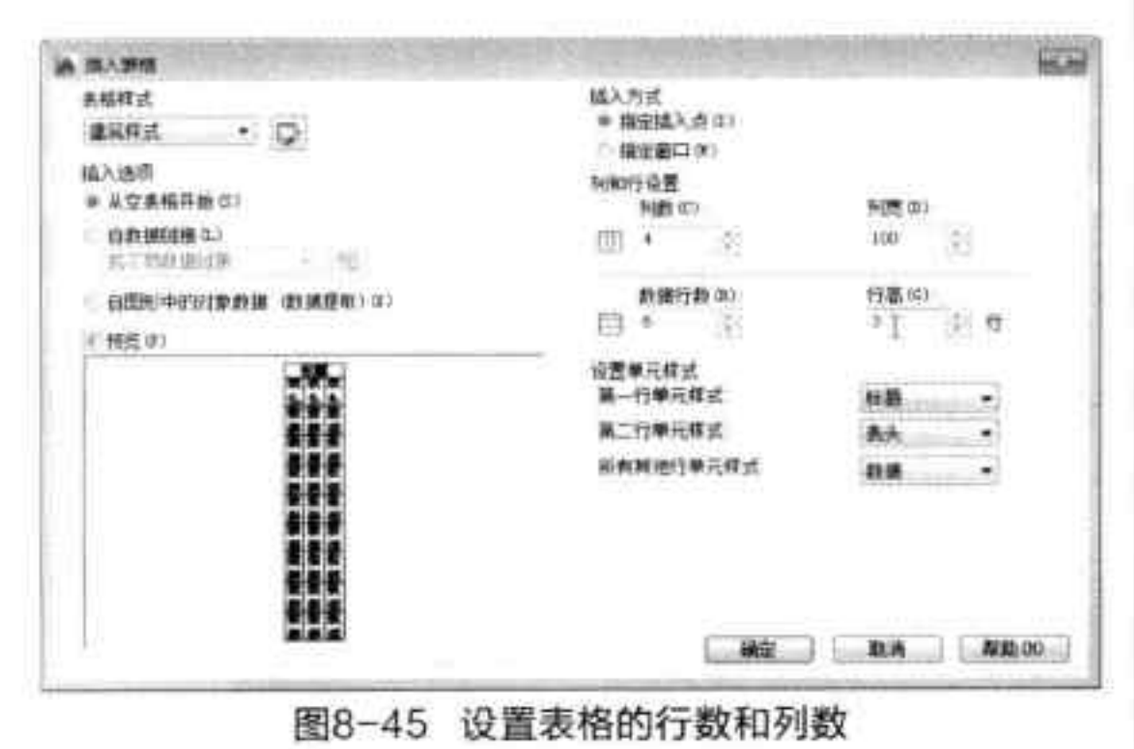

图8-45 设置表格的行数和列数
Step 01 执行“表格”命令，打开“插入表格”对话框，在“列和行设置”选项组中，设置行数和列数值，这里将行数设为 6，列数设为 4，如图 8-45 所示。